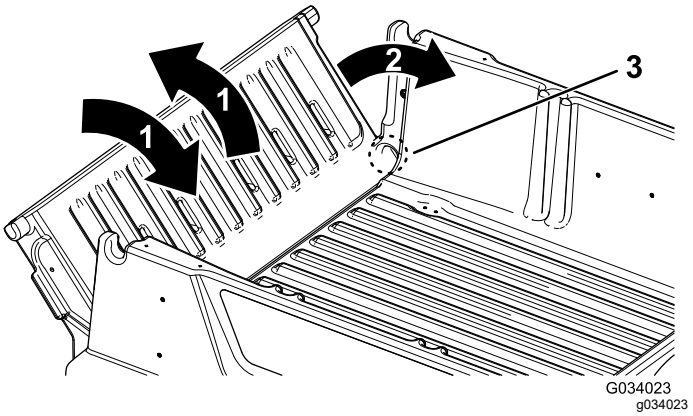

**Figuur 18**
2. Draai de achterlaadklep ongeveer in de 45°-stand (Figuur 18).
3. Beweeg de achterlaadklep enkele keren heen en weer met korte, schokkende bewegingen (Figuur 18).